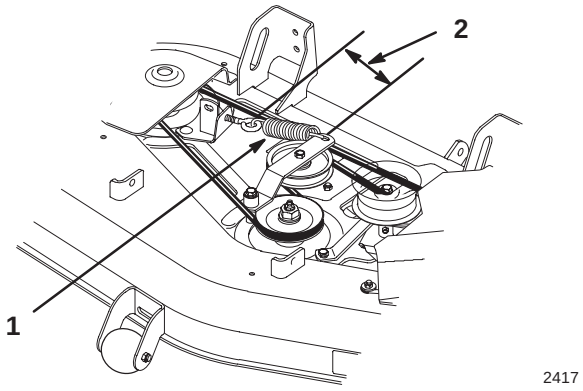

Figure 29
3. Loosen idler spring and remove the belt from the pulleys (Fig. 29).
2. Adjust idler spring tension until length between hooks is 5-1/2” (140 mm) (Fig. 29).